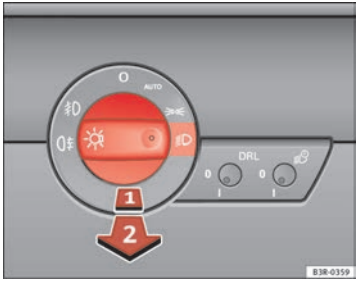

Fig. 85 Detailed view of the instrument panel: Light switch
– Turn the light switch ⇒ fig. 85 to position ≋D.
– Do ⇒ page 116, fig. 85 **not** turn the light switch to the symbol .
– Then pull out the light switch to the *first* stop (1).
– First turn the light switch ⇒ page 116, fig. 85 to the position or .
– Then pull out the light switch to the second stop (2) to switch on the rear fog light.